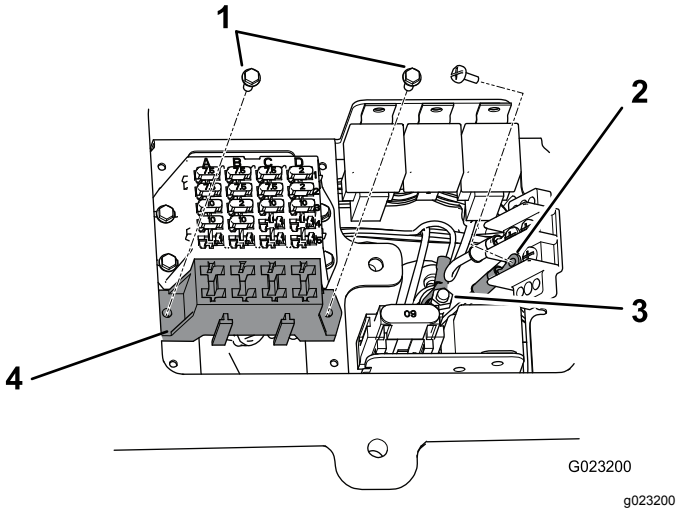

Figur 25
3. Monter ledningssatsens sikringsblokk ved siden av den eksisterende sikringsblokken med de to selvgjengende skruene (nr. 8 x 1/2 tomme) som leveres sammen med ledningssatsen (Figur 25).
4. Koble den lille ringterminalen fra ledningssatsen til én av skruene på den jordede klemmeblokken (Figur 25).
5. Koble den store ringterminalen fra ledningssatsen til bolten på fordelingsblokken (Figur 25).